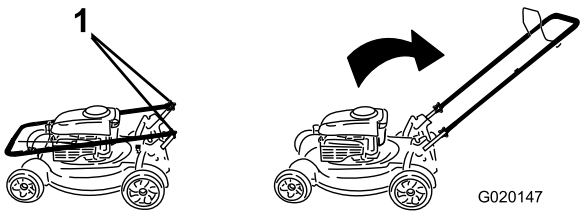

Figura 3
2. Mueva el manillar a la posición de operación (Figura 3).
3. Instale los pomos del manillar y apriételos firmemente a mano (Figura 3).